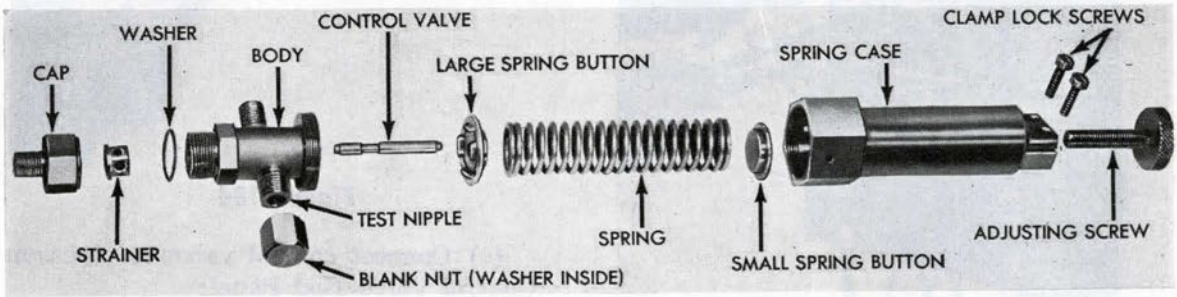
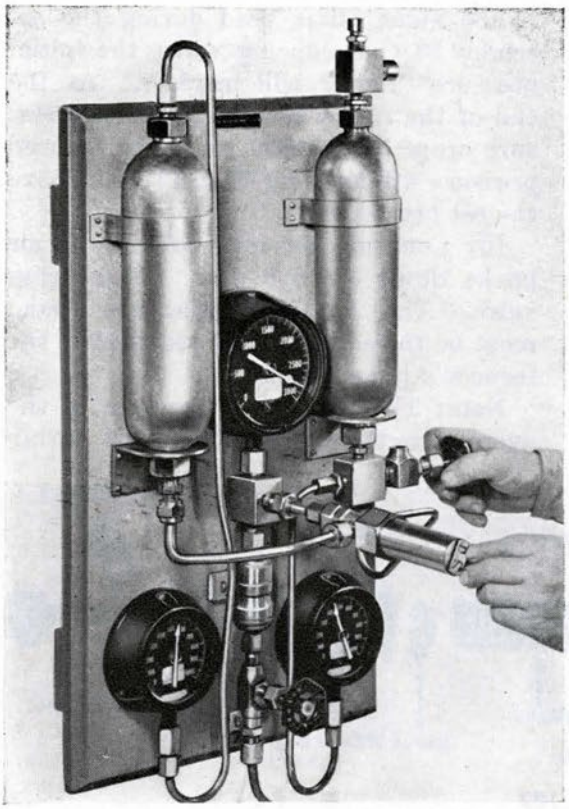

Figure 182
Figure 183
G. Control Valve (Fig. 182)
4. Oil (C) and replace control-valve in body.
6. Oil (D) and replace small spring button, spring, and large spring button in spring case.
10. Test control valve (Fig. 183):
(a) Remove blank nut with washer from test nipple on control valve (Fig. 183). **(18)**